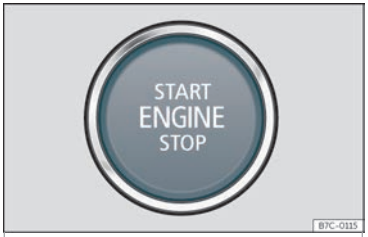

Fig. 198 Na parte inferior da consola central:botón de arranque.
- Prema o botón de arranque ›› fig. 198 sen pisar o acelerador. Para que o motor arranque, debe haber unha chave válida no vehículo. Tras arrancar o motor, a iluminación do botón START ENGINE STOP cambia a iluminación fixa, indicando que o motor está a arrancar.
- Prema brevemente o botón de arranque ››› **fig. 198**.
Ao acceder ao vehículo, o botón de arranque ››› **fig. 198** escintila para chamar a atención sobre el.